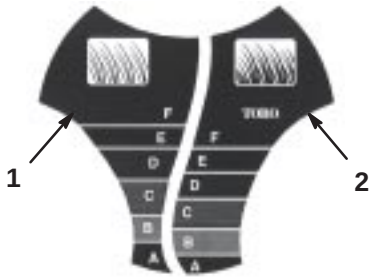

Figure 10
The *SmartWheel*™ has 2 cutting scales: **Sparse/Normal** and **Lush**—to ensure the best cutting height setting in any mowing condition (Fig. 10). Use the **Sparse/Normal** scale during the warm summer season for the majority of your mowing. The **Lush** scale is for thick, moist, and succulent grass that grows most often in the spring.
2. Move the lawn mower into the grass; stop moving the lawn mower when the *SmartWheel* design on one of the rear wheels is upright (Fig. 10).